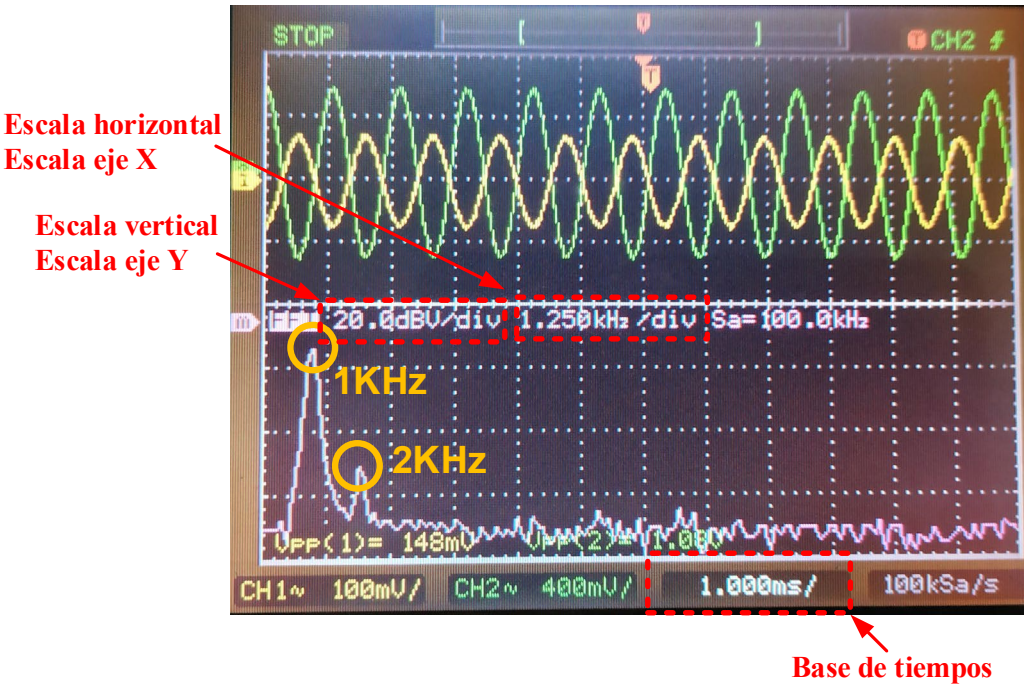

***Figura XI.4**. FFT del amplificador.*
6. Al ser la escala horizontal o jeje X de **1.250KHz/div**, en la figura XI.4 se puede observar que V_O tiene un armónico principal de 1kHz y un segundo de 2kHz.
En la figura XI.4 se representa la interpretación gráfica de la FFT la cual puede variar de un amplificador a otro. Está compuesto por un primer armónico o componente principal y uno o varios armónicos múltiplos enteros de ese armónico principal. Para medir los armónicos de la FFT se utilizan los cursores de medida del osciloscopio que va a permitir completar la tabla de armónicos: